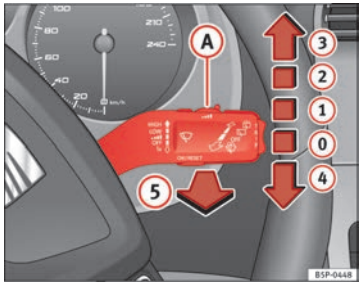

Fig. 85 Windscreen wiper and windscreen wash lever
The windscreen wiper lever ⇒ Fig. 85 has the following positions:
- The next speed down will automatically be selected if speed ⇒Fig. 85 (2) or (3) is selected when the vehicle stops. The set speed will be resumed when the vehicle starts again